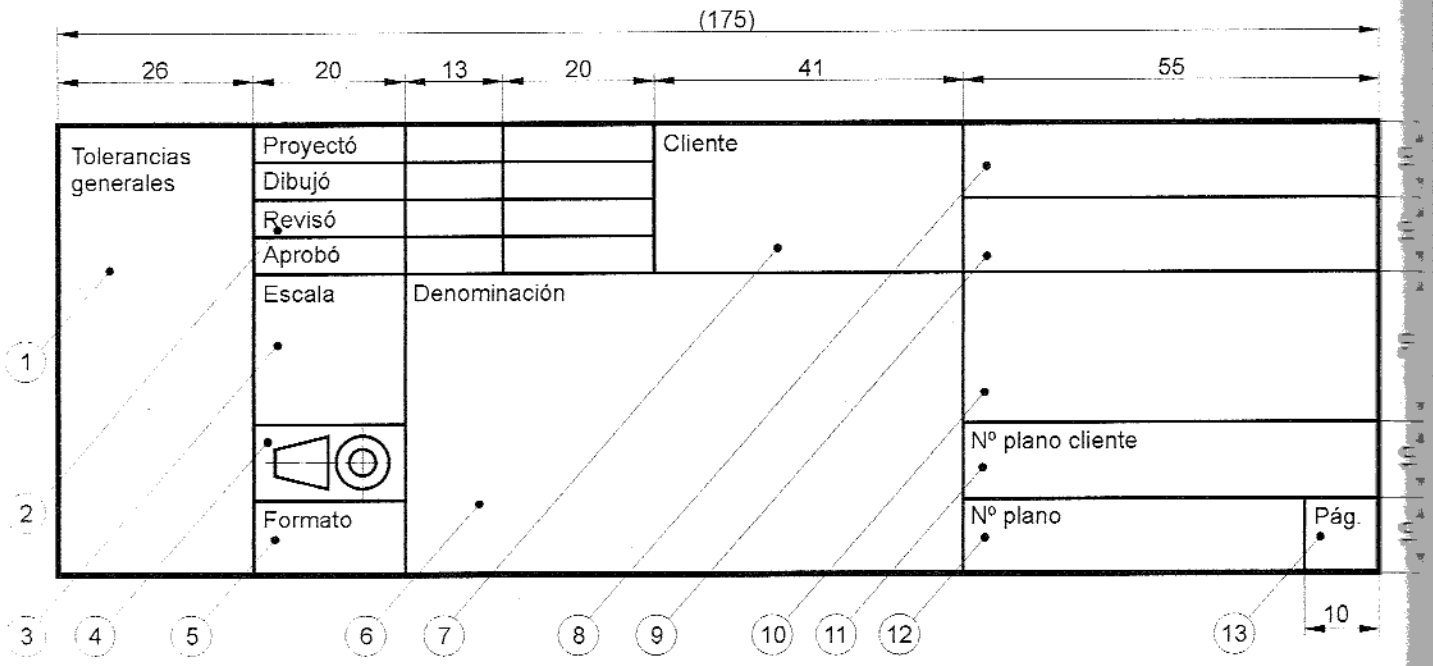

Figura 1 – Distribución de los campos de datos del rótulo
4.2.3 Campos de datos. Se recomienda que los campos de datos tengan la distribución y medidas indicadas en la figura 1.
4.3 Datos. El rótulo debe contener como mínimo los siguientes datos, ubicados según la figura 1. En la figura 2 se muestra un ejemplo.